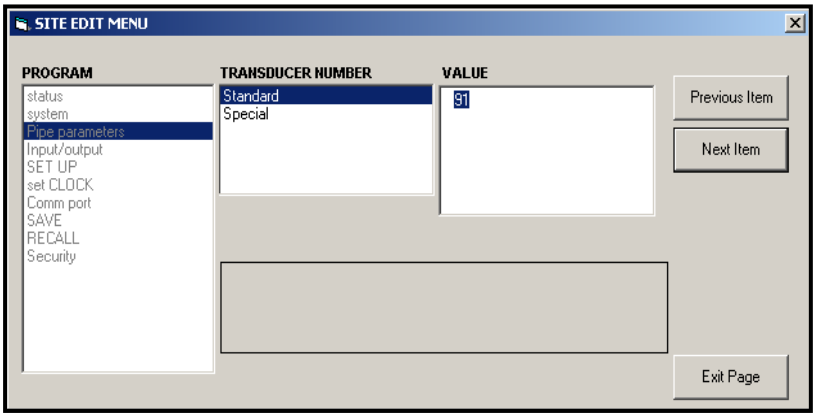

Figure 37: Pipe Parameters Option in Site Edit Menu
a. Highlight and double-click on the desired option in the left pane. *Figure 37* shows the first entry (Transducer Number) in the *Pipe parameters* option. The title above the center pane lists the current entry, while the center pane displays the available selections for that entry.